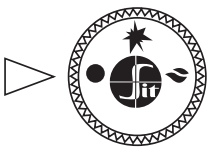

Рис. 9.
7.2. В исходном (выключенном) положении ручка управления находится в положении **«точка»** (рис. 9). Пилотная и основные горелки погашены (подача газа к ним заблокирована).
7.5. **Выключение аппарата** производится путем поворота ручки в положение **«точка»** (рис. 9). При этом пилотная и основные горелки (если горят) погаснут.